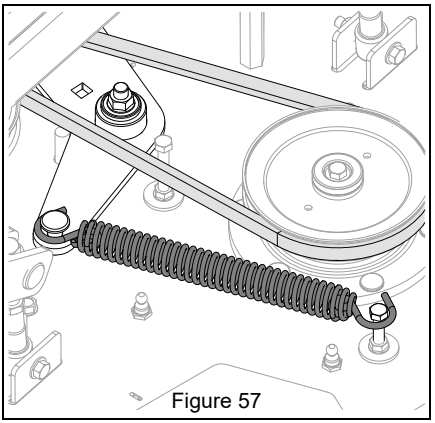

Figure 57
3. Reinstall idler spring hook around anchor bolt to apply tension to belt. See Figure 57.